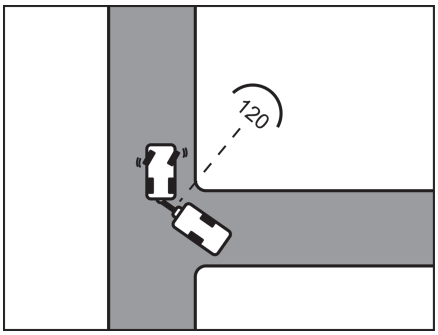

Fig. 10 Approach
- As soon as both vehicles are at an approximate angle of 120° to each other, come to a stop (Fig. 10).